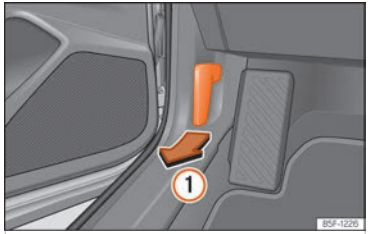

Fig. 206 Release lever in the driver's footwell area.
- Open the door and pull the lever that is underneath the instrument panel ››› **Fig. 206** ①.